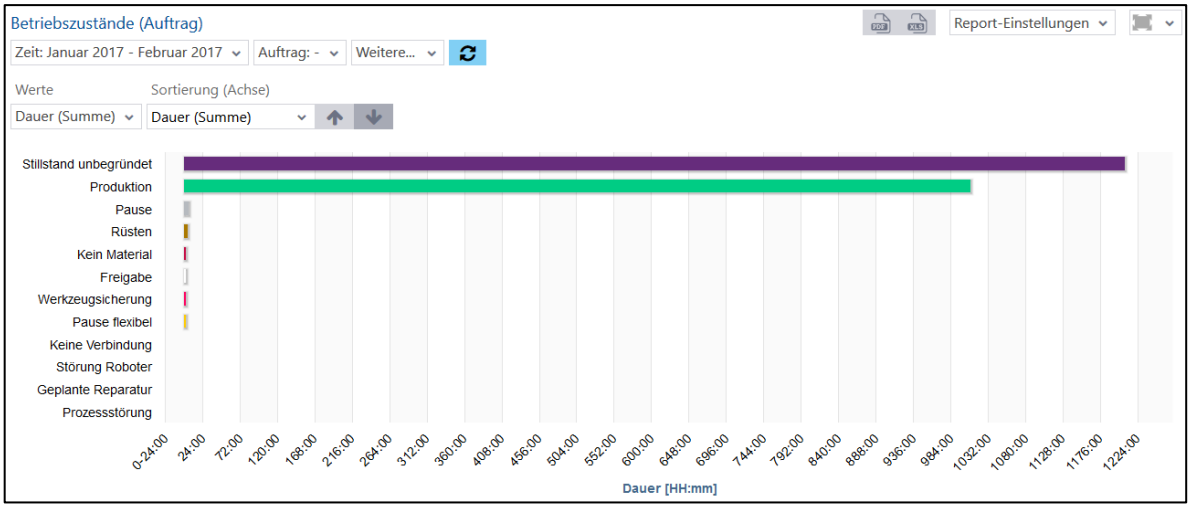

**Bild 83: Hitliste Betriebszustände (Auftrag) als Balkendiagramm**
- Hitliste Betriebszustände (Auftrag) als Balkendiagramm (Bild 83):